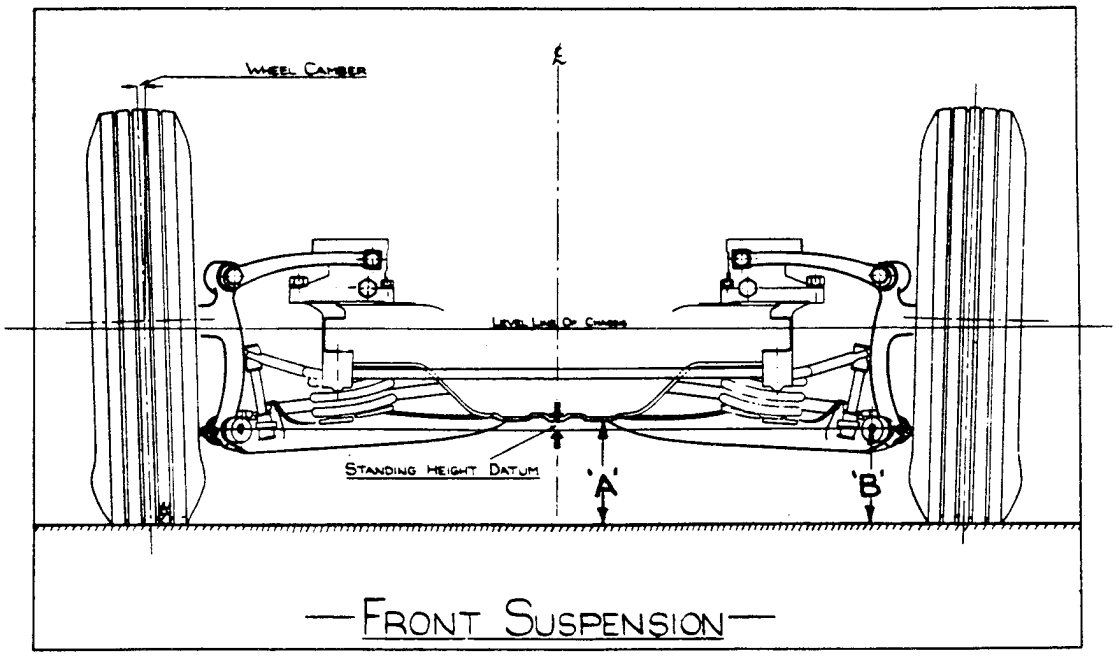
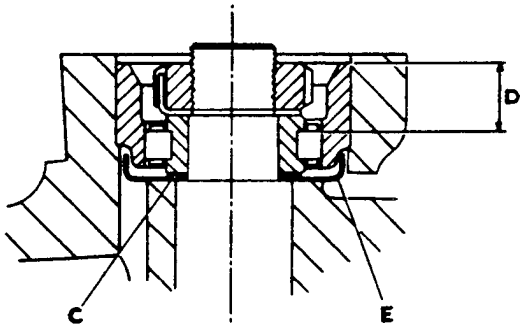

FIG. 1.
FIG. 2.
A negative reading is when dimension 'B' Fig.1 is greater than dimension 'A'
Whenever the stub axles have to be removed from a car for re-conditioning purposes as described in Sub-Section BK-2, of the Workshop Manual, opportunity must be taken during the re-assembling operations to check the inner roller race fitted to the upper end of the pivot pin for correct height in relation to its outer race. A condition can arise whereby the lower end of the rollers (A Fig.1) protrude below the lower edge of the outer race, i.e. at point 'B' due to an accumulation of adverse limits of machined parts. Fig. 2, shows the correct position of the rollers, i.e. the lower end face of the rollers are well above the lower edge of the outer race.
(iii) Place a small straight-edge across the top face of the outer race of the upper roller bearing assembly of the pivot pin (not across the top face of the stub axle). With the rule of a small depth gauge, measure the distance downwards from the top face of the outer race to the top face of one of the rollers (not the brass roller cage), i.e. dimens on 'D' Fig. 2 and note.
b) If dimension 'D' is between the limits of .480" - 515" (12.2-13 m/m), then it will be necessary to remove the pivot pin and fit a .040"(1 m/m) thick packing washer ('C' Fig.2), Part No.R-4468, between the oil trough ('E') and the inner roller race.